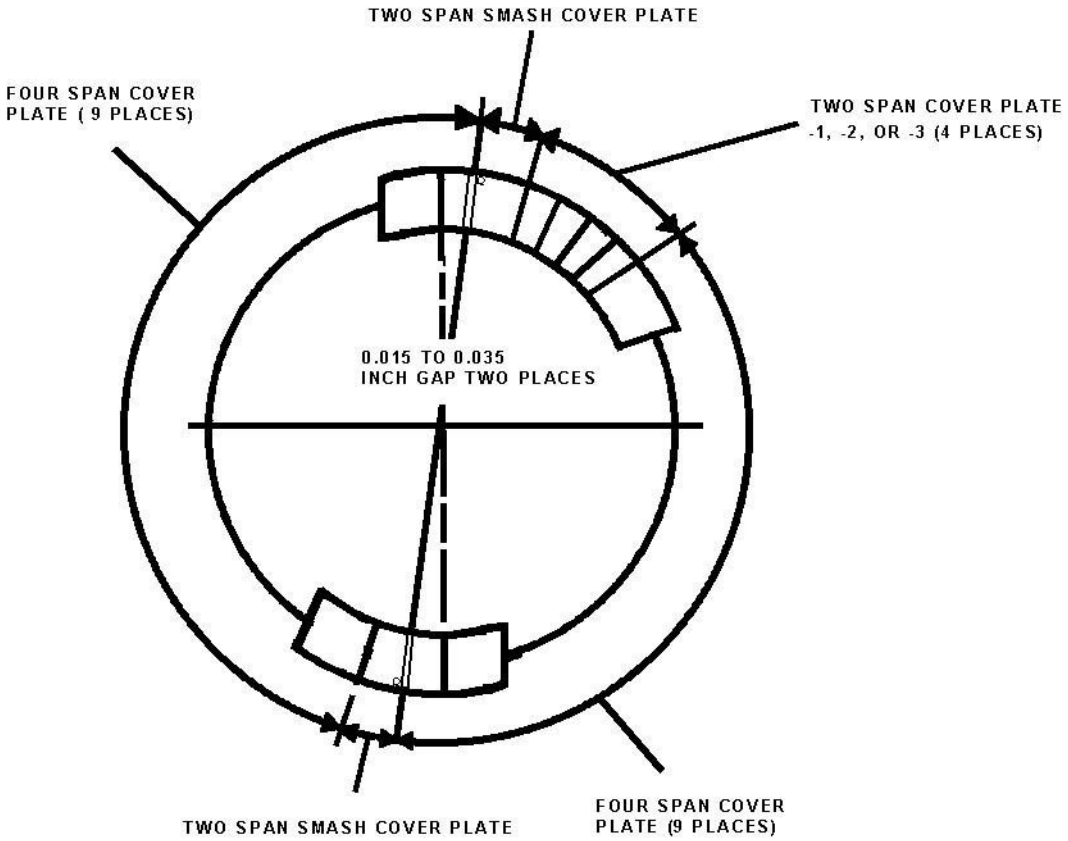

Figure 7. Third Stage Cover Plate Location
(1) Remove third−stage wheel assembly (19) from fixture and place on work table, front side down.
(2) Move a minimum of six blades aft 0.020 in. to allow access to cover plate slots.
(3) Install third−stage cover plates (four span) (16) on wheel according to sequence in figure 7.
(5) Obtain a gap of 0.015 − 0.035 in. two places as shown in figure 7 with all retaining plates installed and pushed outward to take up radial clearance and pushed around to close all end gaps.